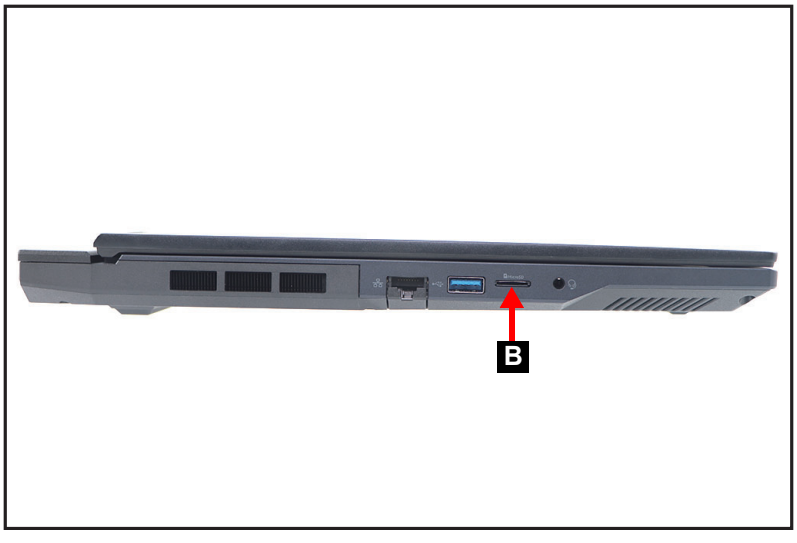

Figure 1-2. Memory Card Removal
4. Remove the microSD card from the microSD card slot (B) (Figure 1-2).